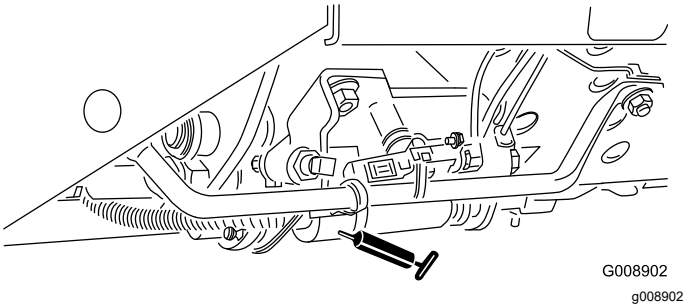

Figur 41
- Skjutreglage för klippning/transport (Figur 41)